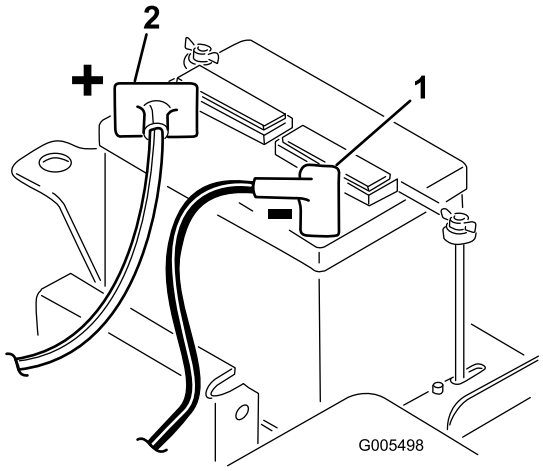

Figur 5
2. Koppla den positiva batterikabeln (röd) mellan startmotorns magnetspole och pluspolen (+) på batteriet (Figur 5). Fäst den med en skruvnyckel och bestryk anslutningen med vaselin. Kontrollera att kabeln går fri från sätet när det befinner sig i det bakre läget, annars kan kabeln slitas ut eller skadas.